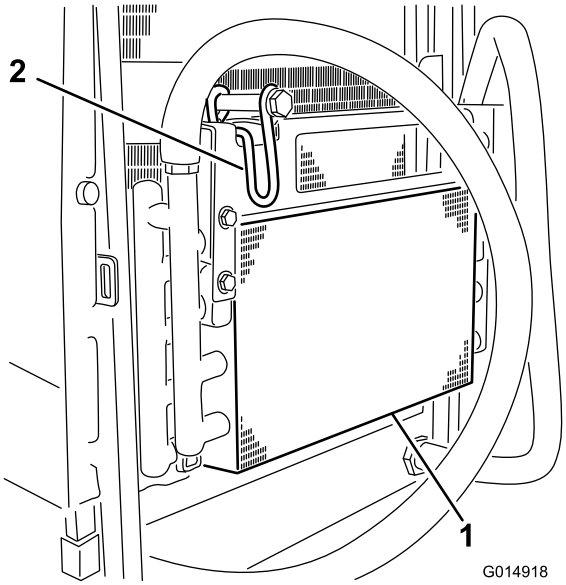

Figura 43
6. Articule o trinco para dentro para libertar o dispositivo de arrefecimento do óleo (Figura 43).